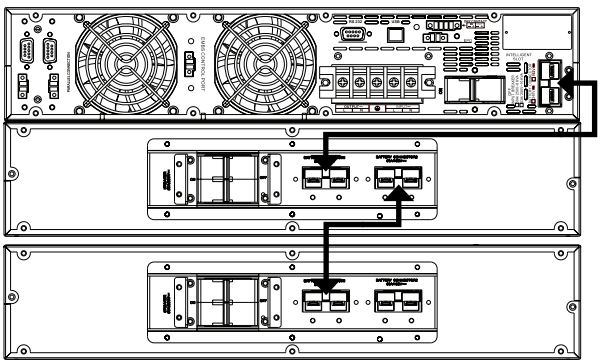

*Fig. 13. Connexion avec modules de batteries.*
- Dans la Fig. 13 la connexion d'un dispositif de 10 kVA dans une disposition rack est montrée, avec deux modules de batteries. Pour un plus grand nombre, opérez d'une manière similaire à celles de l'illustration.